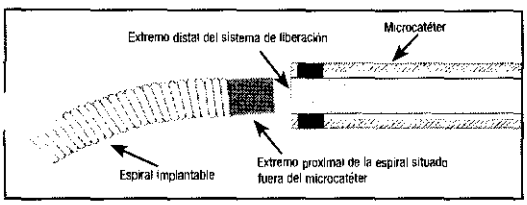

Figura 5 – Desacoplamiento de la espiral
37. Después de confirmar el desacoplamiento, saque el sistema de liberación totalmente del microcatéter. Puede que sea necesario hacer avanzar el sistema de liberación ligeramente (el extremo distal del sistema de liberación atraviesa justo el marcador de la punta del microcatéter) para asegurarse de que ninguna parte de la espiral permanezca en el microcatéter. Vea la figura 5.